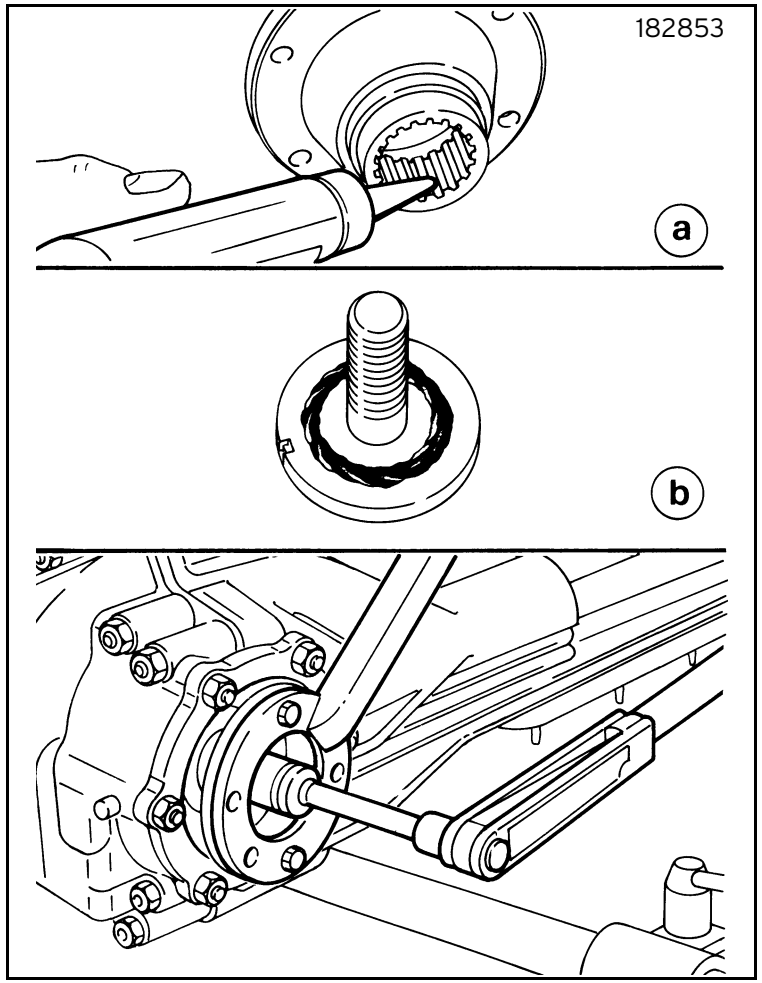

Fig. 53
- Apply Loctite 641 sealant on the shaft groove (detail "a"), apply sealing paste on the inner side of the washer (detail "b"), fit the axle shaft flange, lubricate with Molycote 1000 and fasten the screw at the specified tightening torque (figure 53):
- Apply Loctite 641 sealant on the shaft groove, apply sealing paste on the inner side of the washer, fit the axle shaft flange, lubricate with Molycote 1000 and fasten the screw at the specified tightening torque (figure 53):